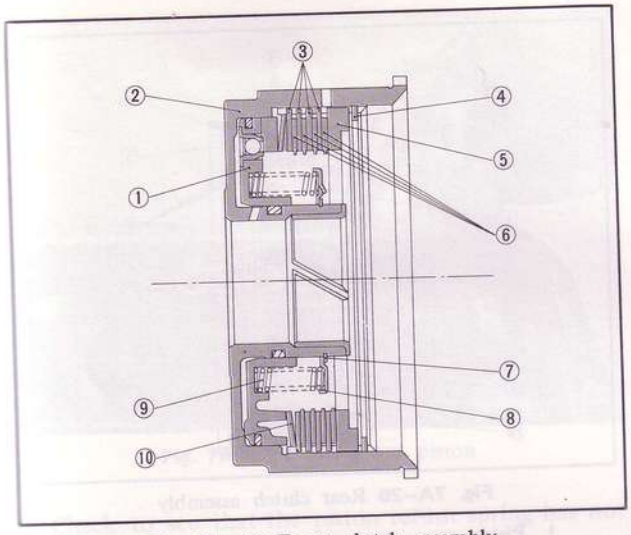

Fig. 7A–18 Front clutch assembly
4. Remove the piston by blowing compressed air into the oil hole as shown in Fig. 7A–20.